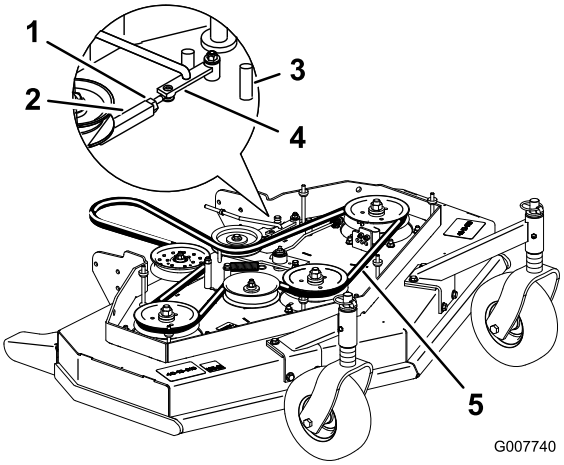

Figur 44
3. Løsn låsemøtrikken på spændemøtrikken (Figur 44).
4. Drej spændemøtrikken mod plæneklipperens bagende for at forøge spændingen på remmen. Drej spændemøtrikken mod plæneklipperens forende for at mindske spændingen på remmen (Figur 44).